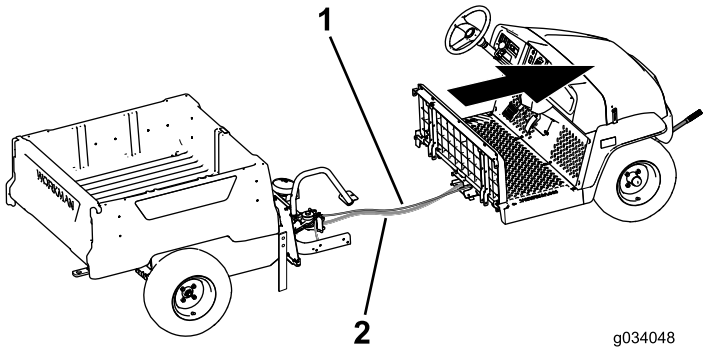

Рисунок 20
8. Вместе с помощником переместите переднюю секцию вперед, отделив ее от задней секции (Рисунок 20).